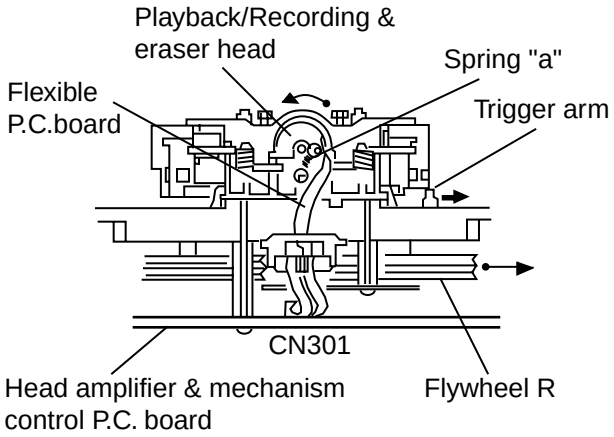
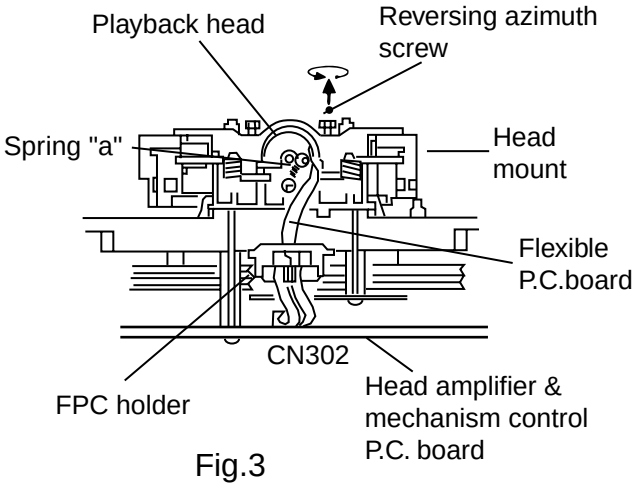

Fig.2 (Mechanism A side)
Fig.3
2. When the flywheel R is rotated in counterclockwise direction, the playback head will be turned in counterclockwise direction from the position in Fig.2 to that in Fig.3.
● Reassembling the playback, recording and eraser heads (See Fig.2,3)
1. Reassemble the playback head from the front of the head mount to the position as shown in Fig.3.
4. Attach the flexible P.C.board to the chassis base, and fix it with the FPC holder as shown in Fig.3.